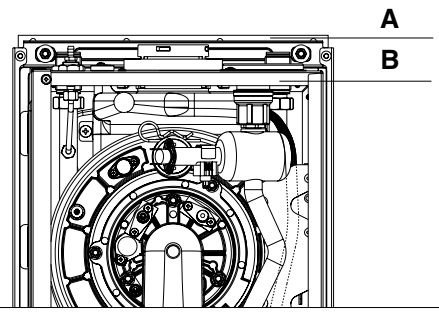

Fig. 24
6.5 AUTOMATIC AIR RELEASE VALVE (fig. 24)